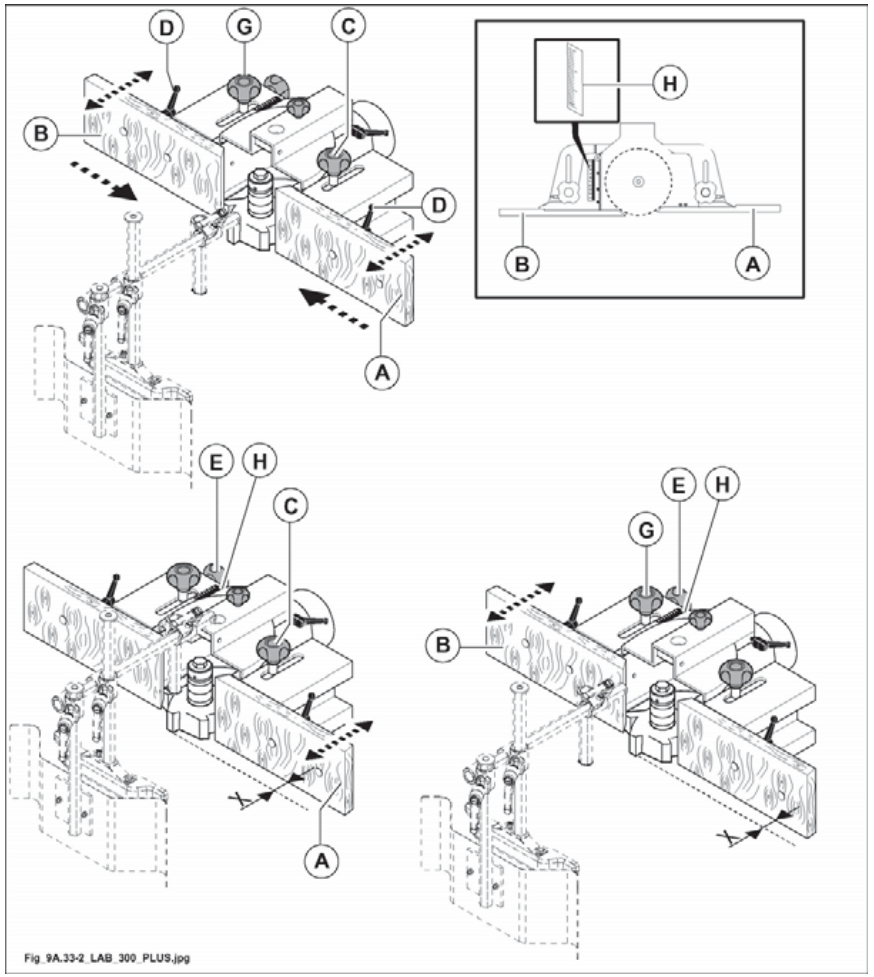

Abb. 9.33-2
- Nach Lösen der Kugelgriffe (G, C Abb.9.33-2) die ganze Haube-Fräsanschlageinheit in die Position, die zur gewünschten Abtragstiefe geeignet ist, bringen dann Kugelgriffe festklemmen.
- Anschlaglineale (A und B Abb.9.33-2)sollen möglichst nähe dem Werkzeug (rund 2-3 mm)sein. Die Durchführung dieser Einstellung erfolgt durch die zwei Griffe (D Abb.9.33-2) hinter den betreffenden Anschlaglinealen.
Für eine weitere Feineinstellung der Abtragstiefe das Aufgabe- Anschlaglineal (A Abb.9.33-2) wie folgt einstellen:
- den Knauf (C Abb. 9.33-2) lösen.
- Kugelgriff (E Abb. 9.33-2) drehen um die richtige Stellung zu erreichen. Die Verstellung, an der numerischen Anzeige (H Abb. 9.33-2) ablesen.
- Nach ausgeführter Einstellung den Knauf (C Abb. 9.33-2) festziehen.
Zur Feineinstellung des Ausgabe-Anschlaglineales (B Abb.9.33-2):
- den Knauf (G Abb. 9.33-2). lösen.
- Kugelgriff (E Abb.9.33-2)drehen und die Ausrichtung des Anschlaglineals zum Werkzeug durch einen Kleinstab prüfen.
- Nach ausgeführter Einstellung den Knauf (G Abb. 9.33-2). festziehen.
die Verschiebung zwischen den beiden Tischen auf der Anzeige (H Abb. 9.33-2) einstellen. Wenn die Anzeige auf "0" steht, sind die beiden Führungen miteinander ausgerichtet.